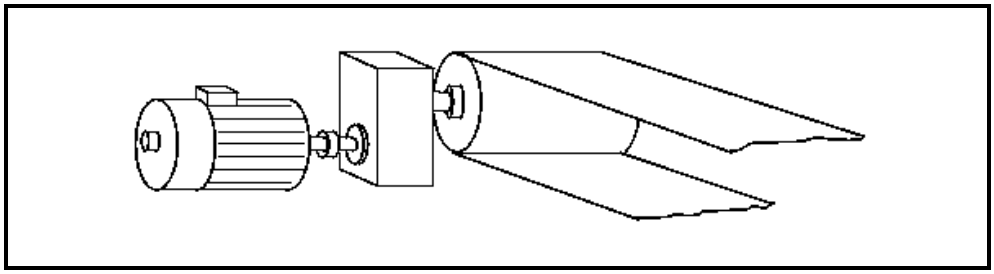

FIGURE 1
2.2 2.2.1 Refer to FIGURE 1 and design a three-phase control circuit for a starter for a heavy-loaded iron-core conveyor belt. (6)